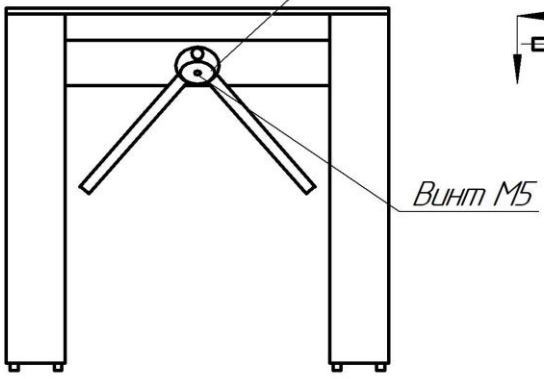
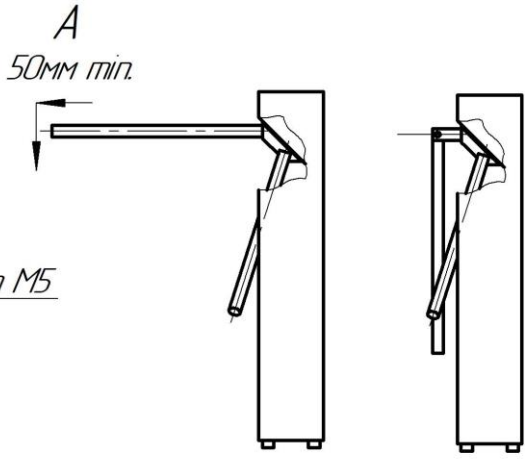

Рис. 1
рис. 2
6.4. Установите штанги. Для этого снимите крышку поворотного механизма, открутив винт М5 (рис.1). Штанги «антипаника» установите фаской резьбового отверстия к центру поворотного механизма турникета. Закрепите штанги болтами М10, входящими в комплект штанг. Для перевода штанги «антипаника» в положение «проход открыт» оттяните штангу в направлении А (от турникета) на 50-80мм и поверните ее вниз (рис.2). Время открытия штанги «антипаника» составляет 1-3с. Закройте место крепления штанг крышкой.